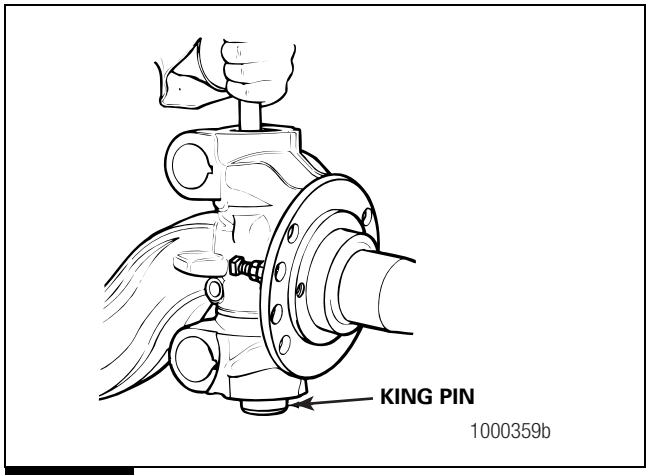

Figure 4.18
A. Use a brass drift and a hammer to remove the king pins from the knuckle. Figure 4.18.